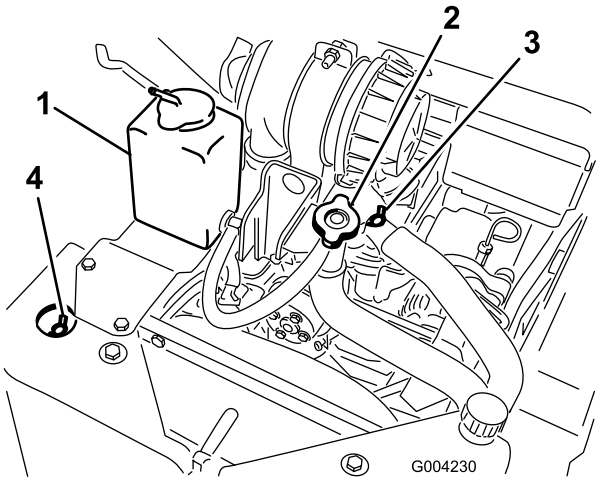

Figuur 21
A. Verwijder de dop van de koelvloeistoftank (Figuur 21).
B. Open de ontluchtingsventielen aan de voorzijde en bovenzijde (Figuur 21).
C. Giet koelvloeistof in de vulbuis tot de vloeistof er bij het voorste ontluchtingsventiel uitloopt (Figuur 21).
D. Sluit het voorste ontluchtingsventiel (Figuur 21).
E. Giet koelvloeistof in de vulbuis tot de vloeistof er bij het bovenste ontluchtingsventiel uitloopt (Figuur 21).
F. Sluit het bovenste ontluchtingsventiel (Figuur 21).
G. Giet koelvloeistof in de vulbuis tot het vloeistofpeil in de vulbuis staat (Figuur 21).
H. Plaats de dop van de koelvloeistoftank terug (Figuur 21).
I. Vul koelvloeistof bij in de expansietank totdat het vloeistofpeil de Vol-streep op de zijkant van de tank bereikt (Figuur 21).